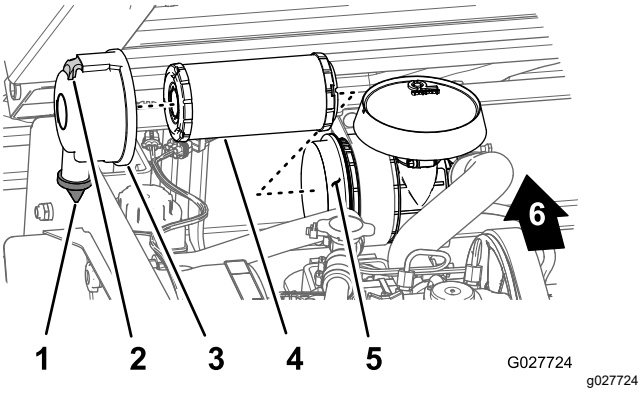

Figuur 35
2. Controleer de luchtfilterbehuizing op beschadigingen die een luchtlek zouden kunnen veroorzaken (Figuur 35).
3. Trek de sluiting naar buiten en draai het luchtfilterdeksel linksom (Figuur 35).
5. Schuif het luchtfilterelement voorzichtig uit het luchtfilterhuis (Figuur 35) om zo weinig mogelijk stof te verplaatsen.
1. Reinig de opening van de vuiluitlaat op het deksel van het luchtfilter (Figuur 35).
2. Verwijder de rubberen uitlaatklep van het deksel, maak de holte schoon en plaats de klep terug (Figuur 35).
3. Steek het luchtfilterelement in het luchtfilterhuis; druk op de buitenrand van het element om het in het luchtfilterhuis te brengen (Figuur 35).
4. Lijn het luchtfilterdeksel uit met de luchtfilterbehuizing en richt de rubberen uitlaatklep naar beneden, in een positie tussen 5 en 7 uur gezien vanaf het uiteinde (Figuur 35).
5. Bevestig het deksel met de vergrendelingen aan de behuizing (Figuur 35).